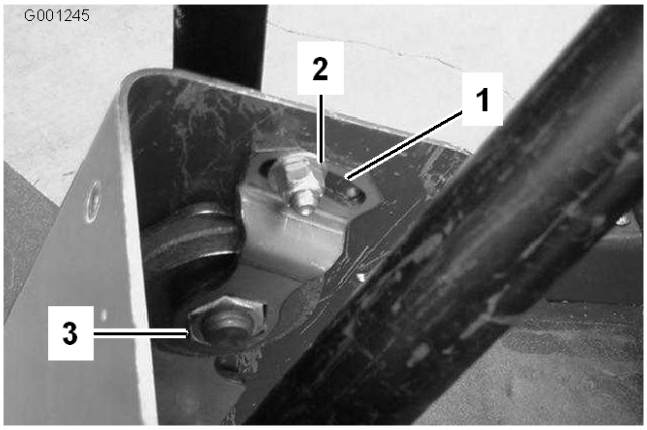

Figur 68
1. Parkeringsbromsens knopp 2. Fästskruvar (4)
2. Skjut upp kåpan längs med styraxeln för att exponera svängfästet (Figur 68).
3. Lossa den lilla muttern och vrid på tappfästet tills den stora muttern undertill är åtdragen (Figur 68).